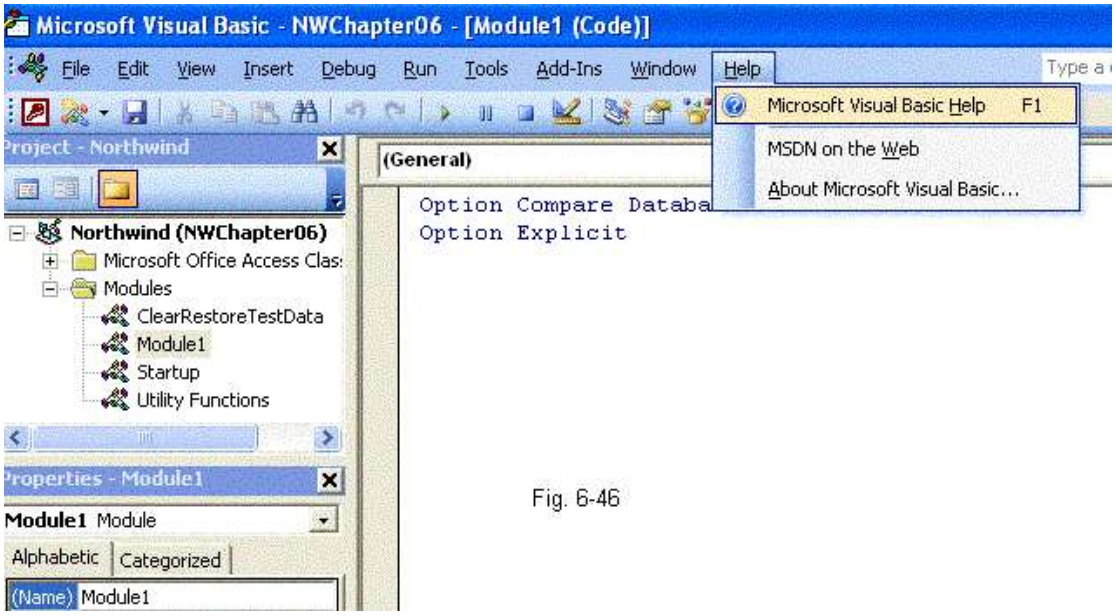

Fig. 6-46
1. Click the **New** button to create a standard module in the **Module** objects area. Click **Help** on the menu bar when a new Code window is displayed, then click **Microsoft Visual Basic Help** (see Fig. 6-46).